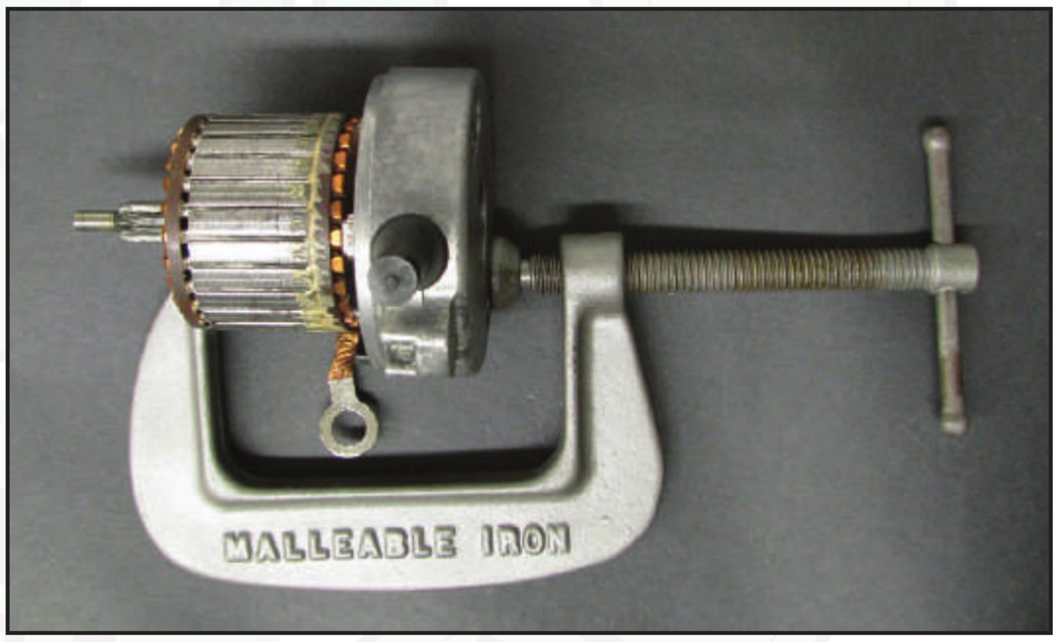
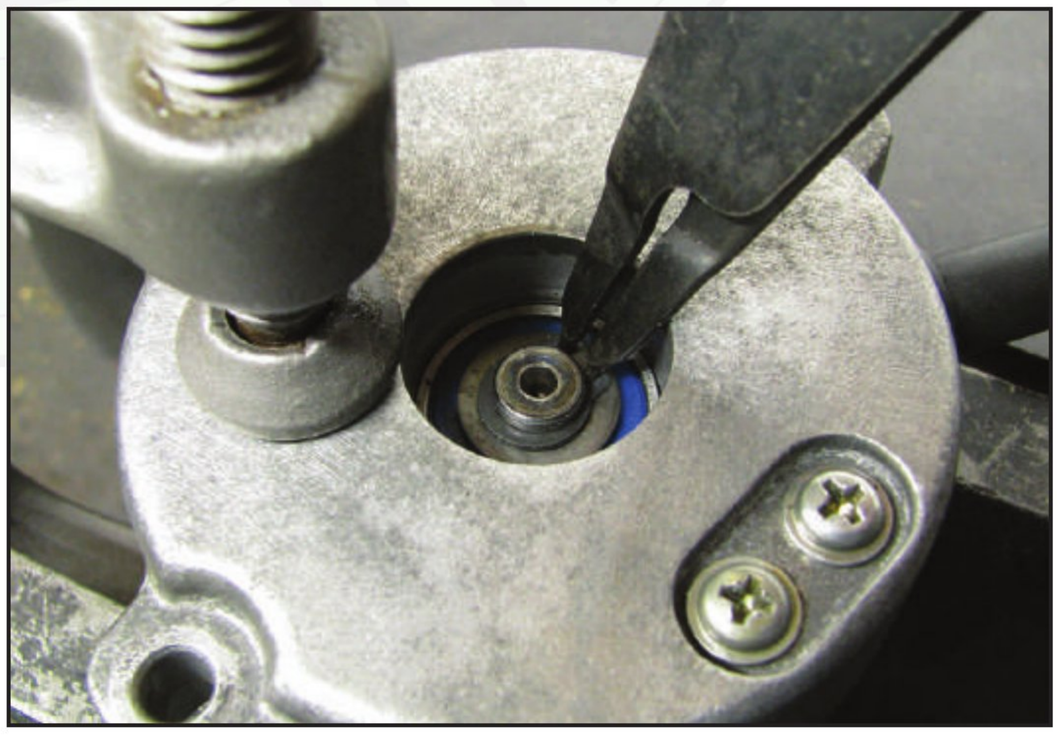

Figure 12 – A clamp like this one is the best tool to hold the armature in place while installing the snap ring.
Figure 13 – The clamp allows two hands free to install the washer and snap ring.
5. I found that using a C clamp is the best way to install the snap ring on the armature's shaft (*see Figure 12*). Push the CE frame assembly against the armature's commutator while rotating it slowly until the brush springs are compressed and then gently clamp them together. Tighten the clamp just enough for the plastic brush holder to touch the face of the commutator. This will allow you to use both hands when installing the washer and snap ring (*see Figure 13*).